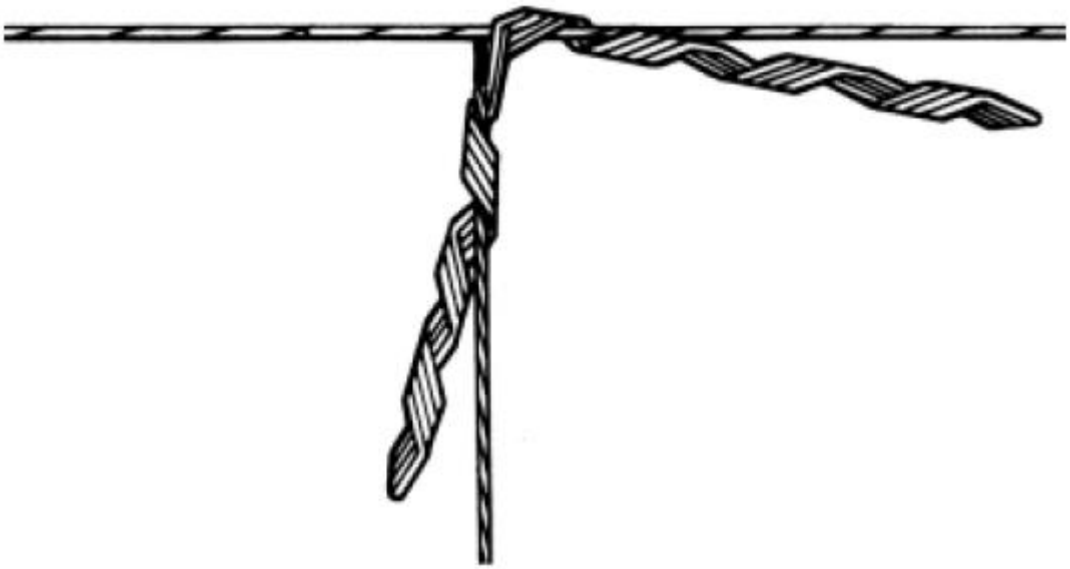

Figura 2 – Aplicação do Conector
- Posicione o conector no local correto e certifique-se de que está bem fixado, de acordo com a figura 2, iniciando a aplicação fazendo passar uma perna de conector sobre o uma perna e a outra perna pelo de fio;